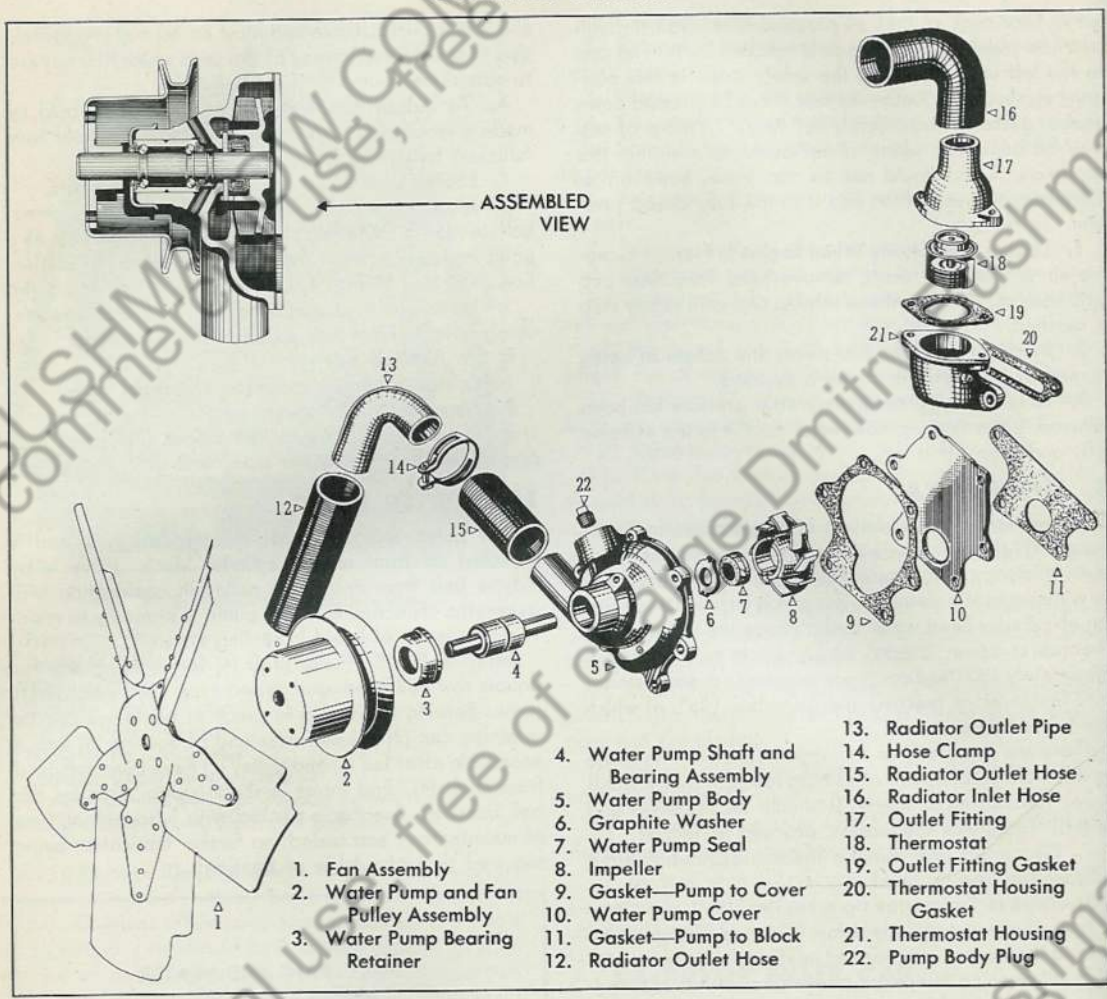
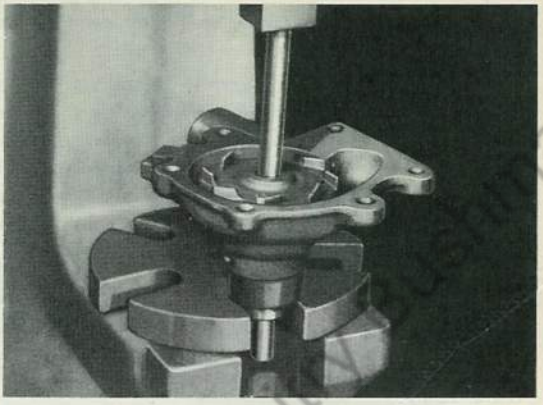
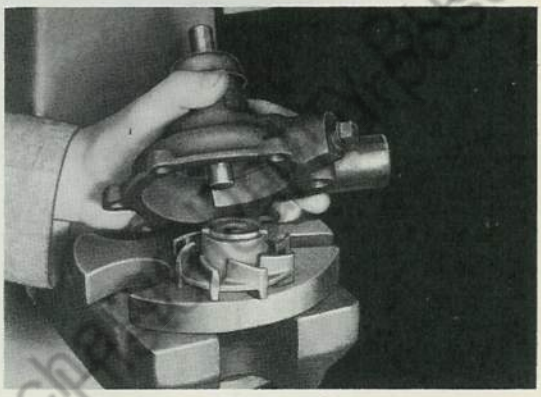

Fig. 5 Disassembled and Assembled View of Water Pump and Fan
Fig. 6 Support Water Pump Body as Shown When Pressing Shaft and Bearing Out of Impeller and Body. Be Sure Bearing Retainer Cap is Removed First
Fig. 8 Press Shaft, Bearing and Housing Assembly INTO Impeller
Refer to Fig. 5. Pump shaft (4) forms inner race for double row ball bearing of sealed type upon which shaft turns. Bearing (4) is held in place in pump housing by retaining cap (3) pressed over end of housing (5) and is accessible after fan (1) and pulley (2) have been removed from shaft (4). End thrust in shaft is also taken by this ball bearing. Bearing is packed with lubricant at time of manufacture, and sealed; no further lubrication being required throughout life of bearing.
B. To Disassemble Pump—(See Fig. 5)
2. Remove cover (10) from back of pump body (5).
3. Remove hub (2) from shaft (4) with suitable puller.
4. Pull off bearing retainer cap (3), now accessible from outside of housing.
5. With forward end of pump body properly supported in arbor press, as shown in Fig. 6, shaft and bearing assembly (4) may be pressed out of impeller (8) and through housing (5).
6. Remove and discard water seal assembly (7) and graphite washer (6). A new seal should be installed whenever water pump is disassembled for servicing.
D. To Assemble Pump—(See Fig. 5)
1. Press shaft and bearing assembly (4) into housing (5) until outer race bottoms on housing. Support housing under shaft boss and **apply pressure on outer race of bearing** to prevent damaging housing and bearing.
2. Install bearing retainer (3) by pressing it onto pump housing.
3. Install new seal (7) in impeller (8) and insert graphite washer (6).
4. Lay impeller (8) on flat surface of arbor press, as shown in Fig. 8, and then carefully press shaft and housing assembly INTO IMPELLER, **applying pressure** on shaft. With shaft (4) and housing (5) pressed into impeller (8) in this manner, it will still be necessary to press impeller further into housing. To do this, place assembly on arbor press with pulley hub end of shaft downward and press impeller into housing until .010"-.035" clearance is obtained between inner edge of impeller blades and inner surface of pump housing.
5. Install pulley by pressing it onto shaft with arbor press. Outer end of pulley (2) should be $4\frac{29}{32}$" from impeller end of water pump housing, with cover plate (10) and gasket removed. With pulley installed, check for pulley run-out, which must not exceed .015".